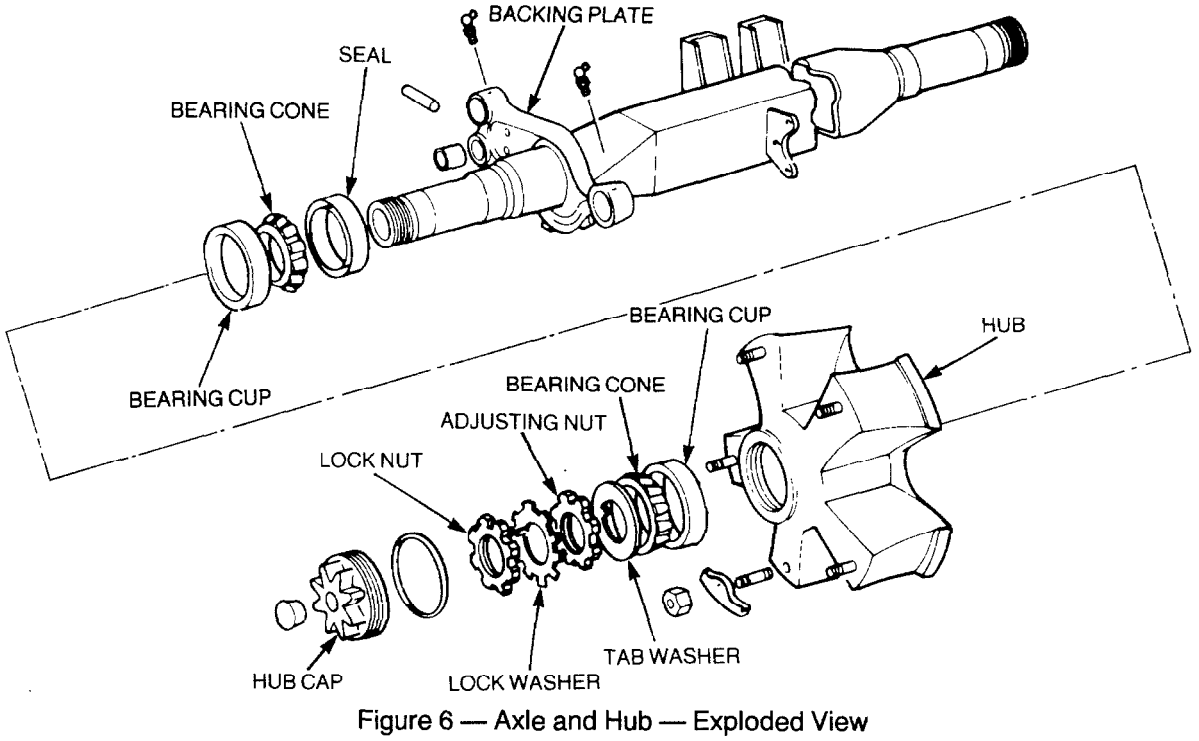

Figure 6 — Axle and Hub — Exploded View
19. The hubs are supported on two tapered roller bearings on the axle tube and are retained by a hexagonal nut and tab washer. The hub is a cast five-spoke one-piece type and is secured to the brake drum by five bolts, washers and nuts. A transparent hub cap is fitted to allow oil level to be checked at a glance on five out of the six hubs (see Fig. 6). The remaining hub is fitted with a hubodometer in place of the hub cap, to record the distance travelled, in kilometres, for servicing purposes.